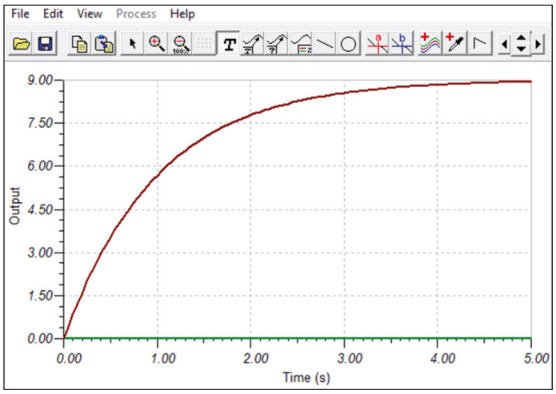

Figure 2.31 Capacitor voltage over time.
- Click **OK** to draw the output waveform. This is shown in Figure 2.31.
The time constant of the circuit is T = R × C = 100 × 10^3 × 10×10^{-6} = 1 second. Looking at Figure 2.31 we see that the capacitor voltage reaches 63% (5.67 V) of its final value after about one second.